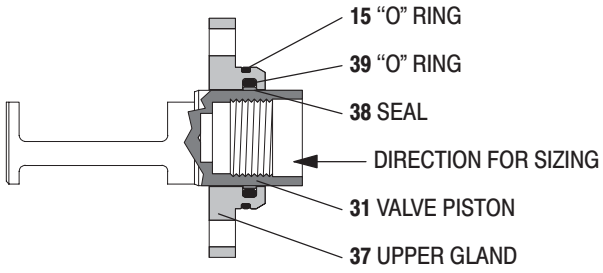

FIGURE 7
16. Remove the (37) upper gland.
17. Remove the (38) seal and (39 and 15) "O" rings from the (37) upper gland (see figure 7).
25. Grease and carefully push the (31) valve piston into the (37) upper gland to size the (38) seal, then remove (see figure 7 below).